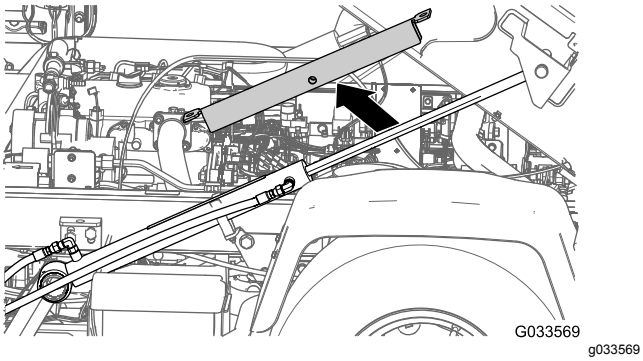
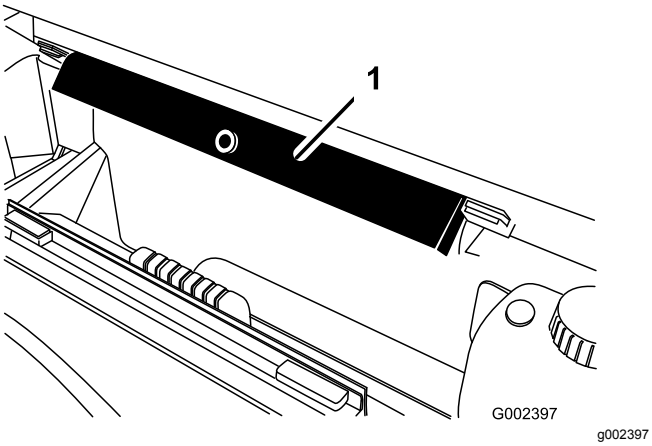

Figur 34
Figur 35
2. Fjern ladstøtten fra løftecylinderen, og gem støtten i opbevaringsbeslagene bag på styrtbøjlepanelet (Figur 34 og Figur 35).